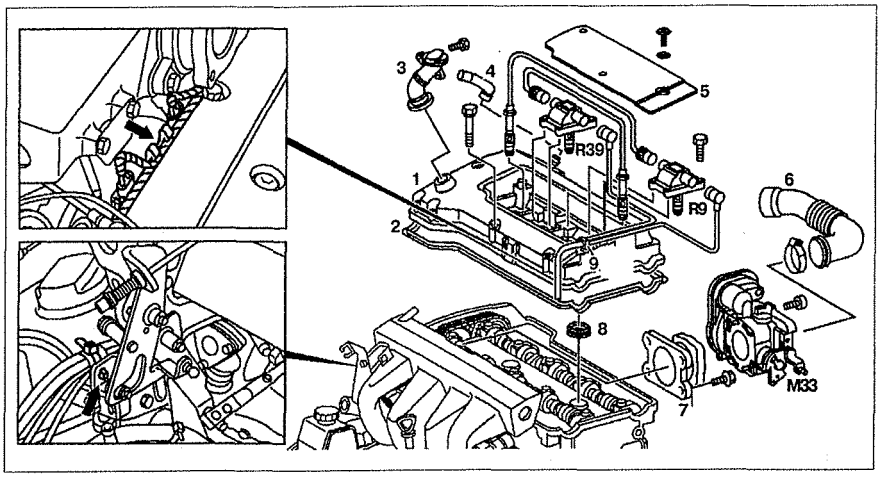

Рис. 2.3. Крышка головки блока цилиндров:
3. Отсоедините трубку вентиляции картера **4** (см.рис.2.3).